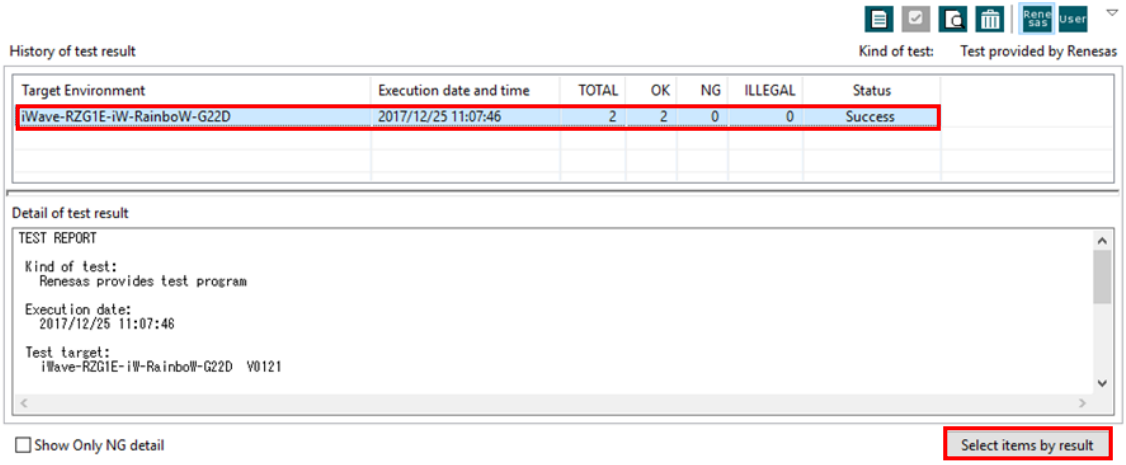

Figure 4-26 Selecting Test Items from the Results
- Select the history to use in changing the selection from the [History of test result] section, and click on the [Select items by result] button (see Figure 4-26).